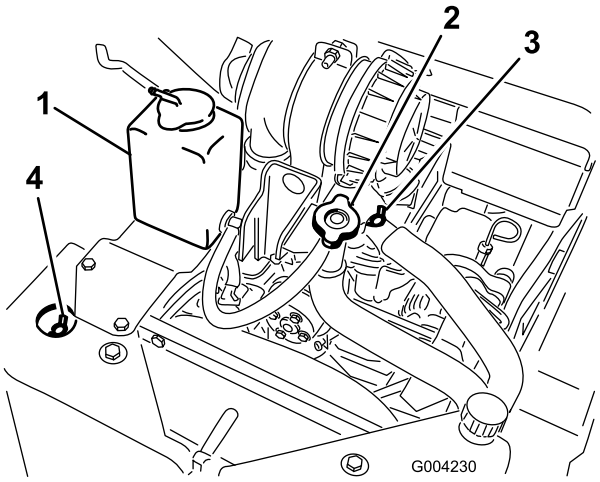

Figur 20
A. Ta bort kylvätskepåfyllningslocket (Figur 20).
B. Öppna den främre och den övre avluftarventilen (Figur 20).
C. Fyll på kylvätska genom påfyllningsröret tills vätskan börjar rinna ut genom den främre avluftarventilen (Figur 20).
D. Stäng den främre avluftarventilen (Figur 20).
E. Fyll på kylvätska genom påfyllningsröret tills vätskan börjar rinna ut genom den övre avluftarventilen (Figur 20).
F. Stäng den övre avluftarventilen (Figur 20).
G. Fyll på kylvätska genom påfyllningsröret tills kylvätskenivån når upp i påfyllningsröret (Figur 20).
H. Sätt tillbaks påfyllningslocket (Figur 20).
I. Fyll på kylvätska i expansionstanken tills vätskan når upp till markeringen Full på tankens sida (Figur 20).